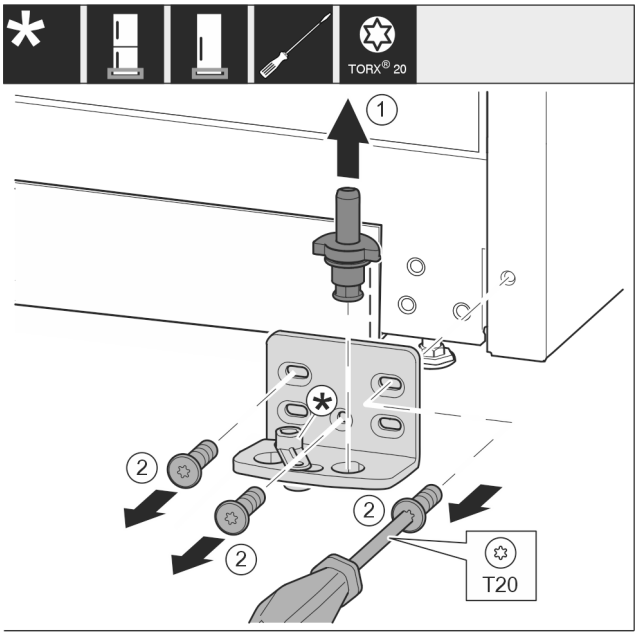

Fig. 12
▶ Pull the bearing bolt *Fig. 12 (1)* out upwards completely.
▶ Use screwdriver to unscrew the screws *Fig. 12 (2)* and remove the swap bearing block.